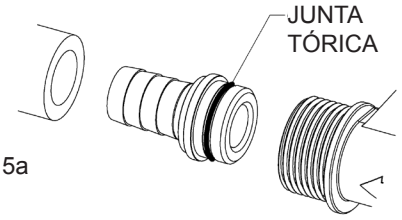

Figura 5a
5. Apriete cada abrazadera de manguera para fijar las mangueras de succión y descarga en todos los conectores para conexión acanalada y evitar fugas de líquido (Figura 5a hasta 5c).
5. Instale la manguera de descarga con la boquilla en el lado de descarga de la bomba con los conectores para conexión acanalada y la abrazadera de manguera incluidos (consulte la Figura 5a-b, página 5).